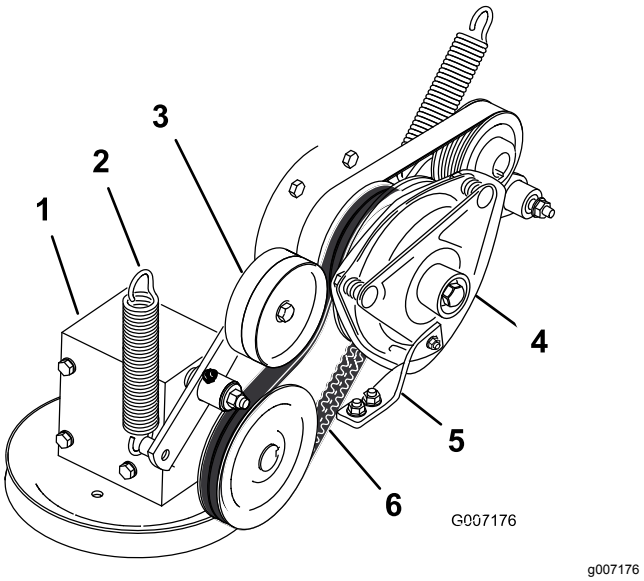

Figur 93
4. Fjern fjæren fra lederullarmen (Figur 93).
7. Monter kraftuttakets drivrem rundt clutchremskiven og girkasseremskiven (Figur 93).
9. Monter fjæren på lederullarmen (Figur 93).